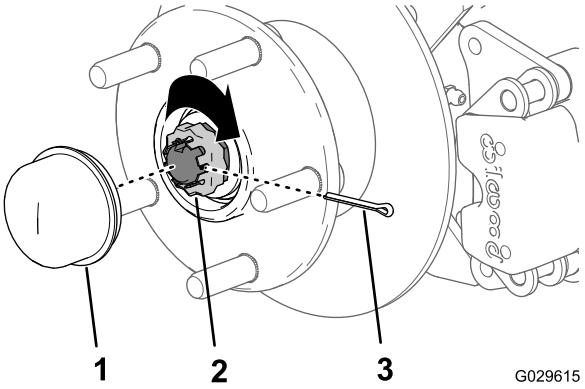

Figuur 34
8. Monteer de borgschroef over de moer en controleer de uitlijning van de gleuf in de schroef en de opening in de as voor de borgpen (Figuur 34).
9. Monteer de borgpen en plooi beide uiteinden rond de borgschroef (Figuur 34).
10. Plaats de stofkap op de naaf (Figuur 34).